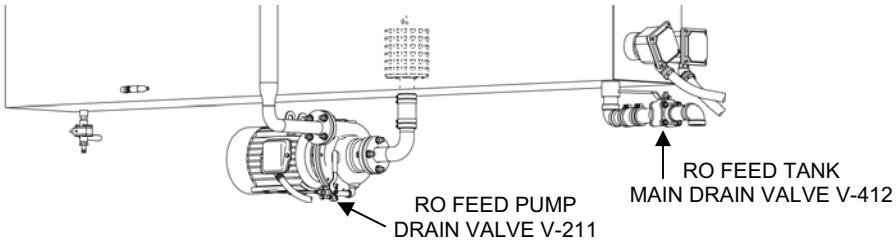

Figure 13. Valves for Flushing RO Feed Tank.
8. Flush the RO feed tank with product water as follows (Figure 13):